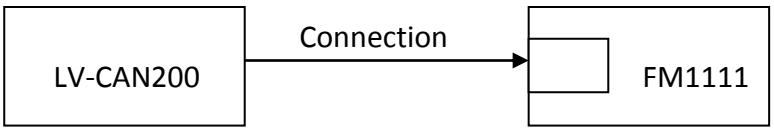
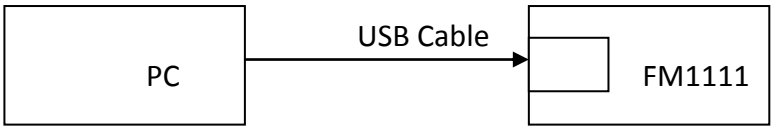

Figure 56 Connect adapter LV-CAN100 to FM1111
Figure 51 Connect FM1111 to PC and configure
SCAN function – is in use when FM1111 is connected to CAN adapter (Figure 56), then wait 10s (Note, that car engine must be started), disconnect adapter from FM1111, and connect PC USB cable to FM1111 Device (Figure 51). It is very important not to disconnect FM1111 from power source during this operation, because if FM1111 is reconnected all received CAN bus data will be lost. FM1111 remembers received data from LV-CAN200 and at the end of the procedure when “SCAN” button is pressed, user will see all CAN data which is sent by adapter. Enable CAN data which needs send to server and save configuration pressing “Save” button.
2. Disconnect LV-CAN200 from FM1111, and connect PC USB cable to FM1111 Device (Figure 51). It is very important not to disconnect FM1111 from power source, because then all CAN data will be lost.